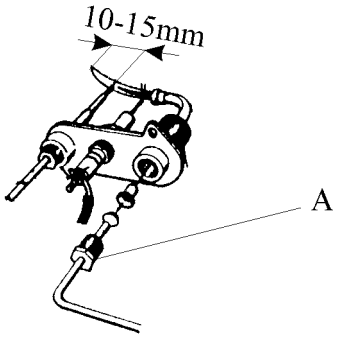

Fig.7
De spanmoer (A) van de waakvlamleiding losdraaien en de leiding uit de waakvlambrander trekken (fig. 7).
Dévissez l'écrou (A) autour de la conduite de la veilleuse et retirez la conduite (fig. 7).